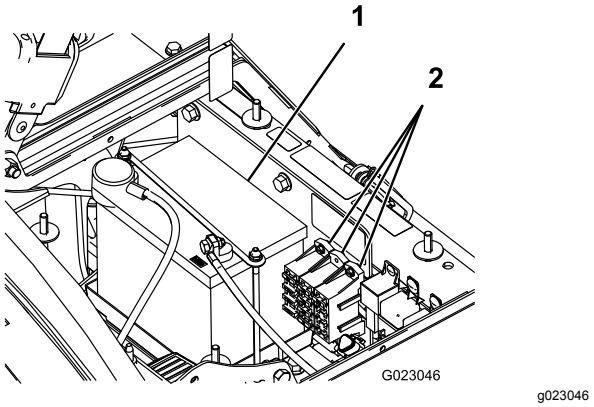

Figur 48
Der er 2 sikringsblokke og 1 tom plads i det elektriske system. De er placeret under sædet (Figur 48).
2. Batteriet er placeret i maskinens højre side bag pumpen (Figur 48).
5. Fjern batteriholderen og fastgørelsesenhederne (Figur 48).
2. Monter batteriholderen, og fastgør den med de tre bolte, der tidligere blev fjernet (Figur 48).
4. Påsæt batteridækslet, og fastgør det med de 2 skruer (Figur 48).
1. Løsn skruerne på siden af batterikassen, og fjern batteridækslet (Figur 48).